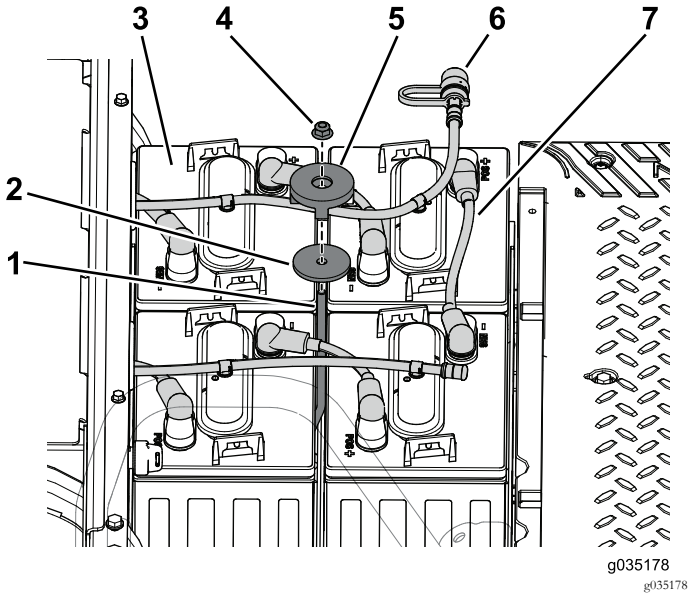

Figure 56
1. Retirez l'écrou à embase, le dispositif de maintien de batterie et la rondelle qui fixent les batteries à leur support (Figure 56).
2. Débranchez le tuyau d'arrosage des batteries dans le support de batterie avant (Figure 56).